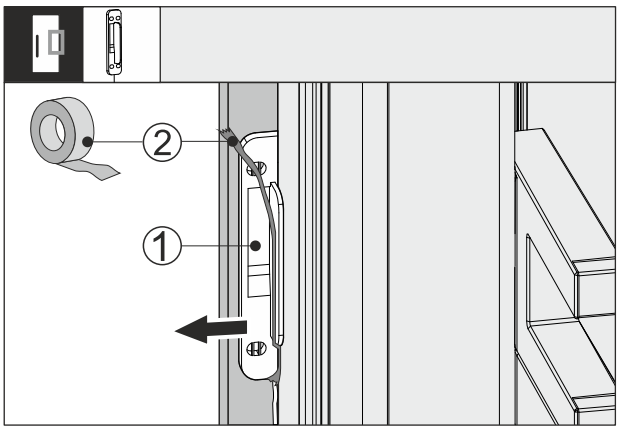

Fig. 64
▶ Desfaceți banda adezivă *Fig. 64 (2)* de pe senzorul pentru ciocănit *Fig. 64 (1)*.